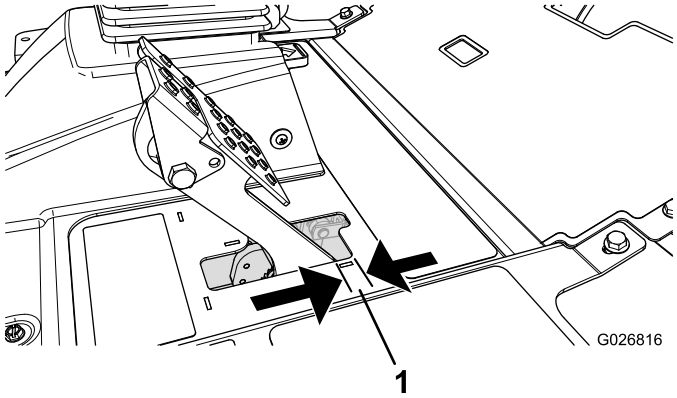

Figur 66
Juster bremsene når det er mer enn 2,5 cm frigang (Figur 66) på bremsepedalen, eller når det kreves mer bremsekraft. Frigang er avstanden bremsepedalen kan beveges før du merker bremsemotstand.
2. Trekk til den bakre mutteren for å flytte kabelen bakover til bremsepedalene har en frigang på 6 til 13 mm (Figur 66), før hjulene låses.